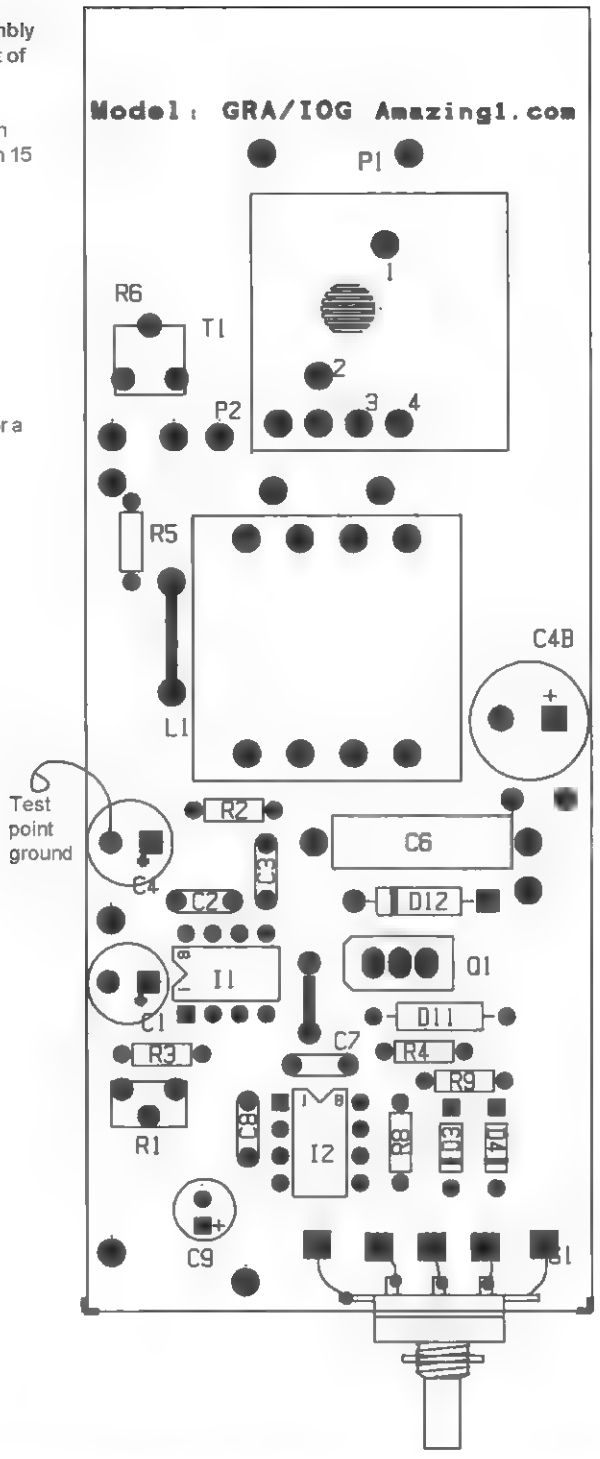

Figure 32-2 *PCB rework*
1. The system is shown using the high-voltage, high-frequency driver shown in Chapter 7. It is built on a printed circuit board or a more difficult perforated board. The PCB version is the easiest, as construction involves placing the correct components into the correct holes and soldering. The more difficult approach is also shown and uses a perforated circuit board. This is far more challenging and is intended for the experienced assembler. Figure 32-2 shows the board with the necessary changes for use with this circuit.